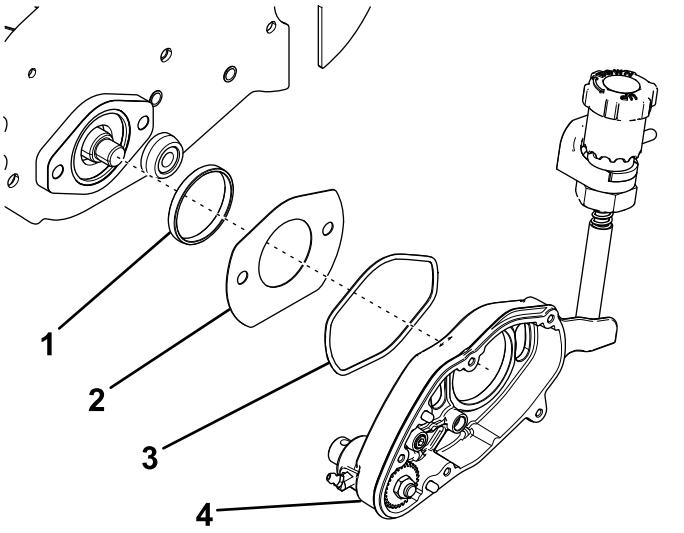

Figura 4
9. Retire el alojamiento del groomer (Figura 4).
10. Retire y deseche la junta tórica (Figura 4).
11. Retire la tapa de la ranura y el anillo adaptador (Figura 4).